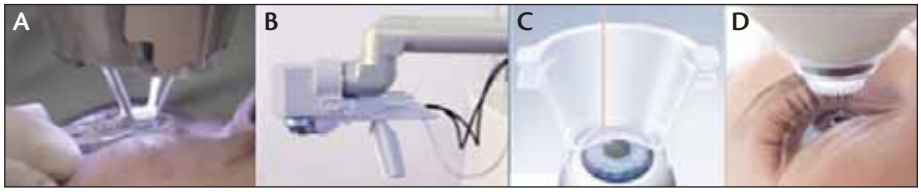

Figure 3. The (A) IntraLase and (B) Femto LDV docking PIs are applanating. The (C) Technolas 520F and (D) VisuMax docking PIs are nonapplanating.
One of the big differences between laser systems is the docking patient interface (PI). The IntraLase and Femto LDV use applanating and the Technolas 520F and the VisuMax use nonapplanating docking PIs (Figure 3). These setups affect intraocular pressure (IOP). We compared IOP during flap creation with the IntraLase, the VisuMax, and the Femto LDV in 40 human donor eyes. Pressures during the cutting period went up to 180.6